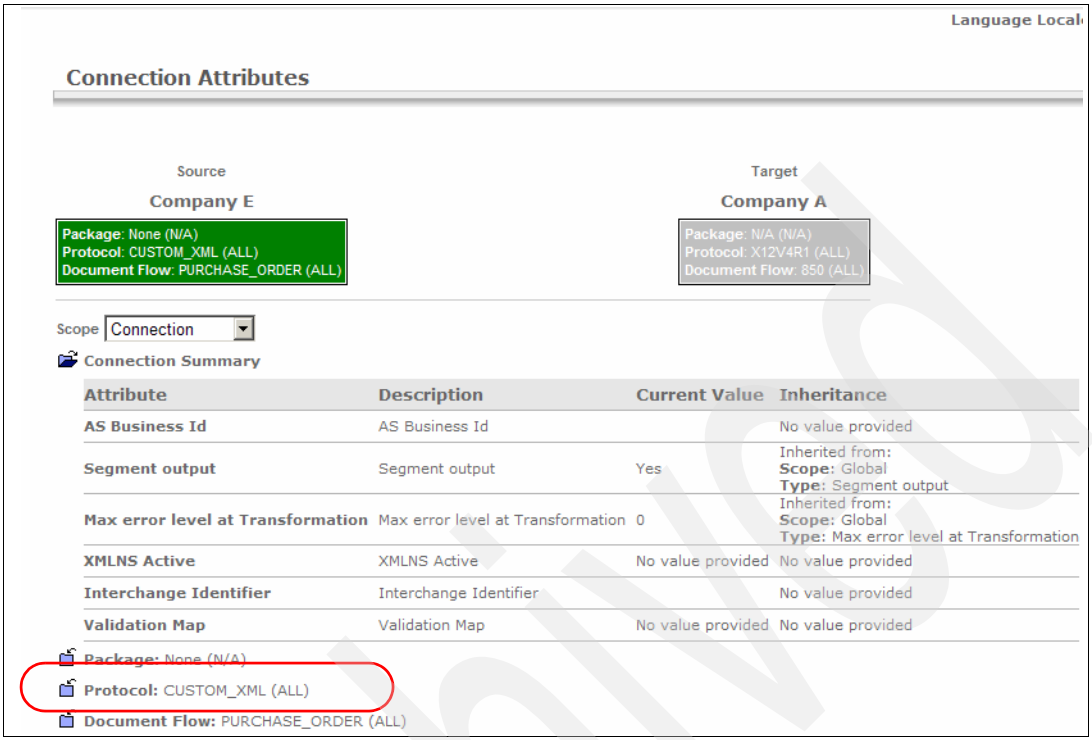

Figure 19-33 Selecting the attributes at the Protocol level for the XML protocol CUSTOM_XML
5. In the next screen, we see the summary of the attributes that are activated. Select the **folder** icon next to the Protocol **CUSTOM_XML**. See Figure 19-33 on page 662.